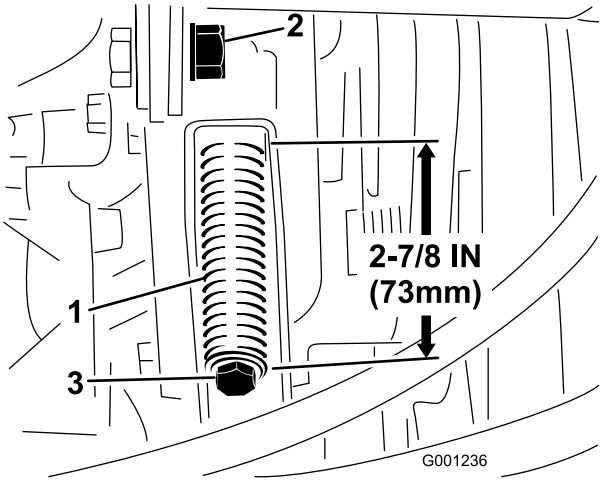

Figuur 65
3. Draai de contramoer van de spanstang los (Figuur 65).
4. Gebruik een 1/2 inch sleutel om de spanveer van de riem strakker of losser te zetten (Figuur 65). Stel de veer in totdat deze een lengte van 273 mm heeft.
4. Zet de spanveer van de riem (Figuur 65) met behulp van een 1/2 inch sleutel helemaal los.
6. Plaats de nieuwe aftakasriem en stel de poelieveer weer in op een lengte van 73 mm (Figuur 65).
7. Draai de contramoer vast (Figuur 65) en sluit de motorkap.